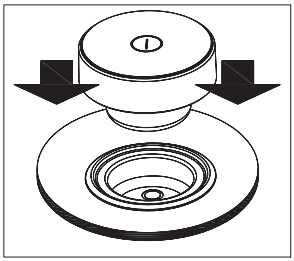

Figure 3
1 Insérez le bouton (2) dans son logement fonctionnel (voir figure 3).